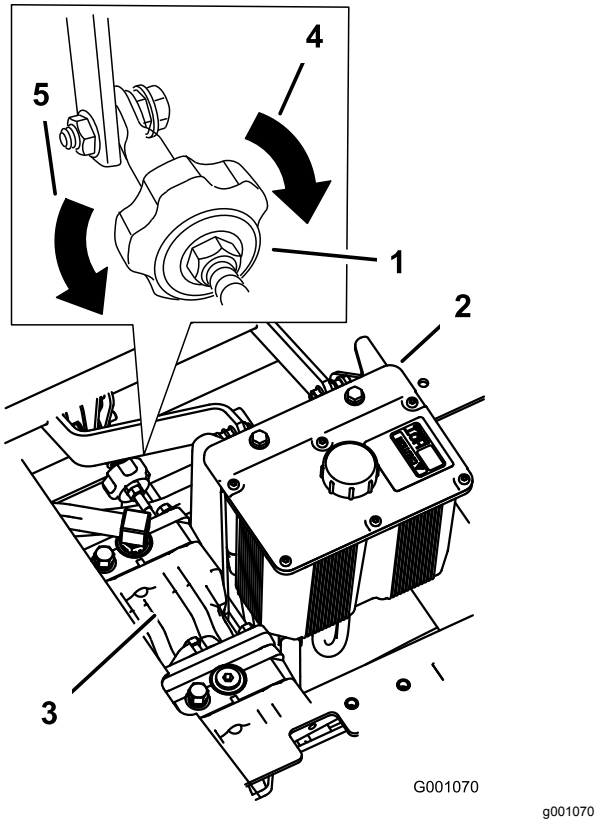

Figur 99
2. Juster lengden på pumpestangen ved å dreie på knotten i korrekt retning inntil hjulet ikke beveger seg eller kryper noe i revers (Figur 99).